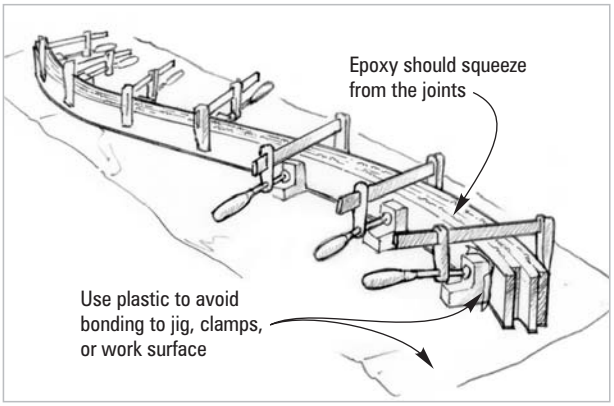

Figure 3-9 *Clamp the appropriate number of coated strips into the jig. Trim the stringer to size after the epoxy is fully*
4. Clamp the strips to the jig until the epoxy cures *(Figure 3-9)*. Use clamps, wedges, staples or small nails to apply enough pressure to squeeze a small amount of epoxy from each joint.